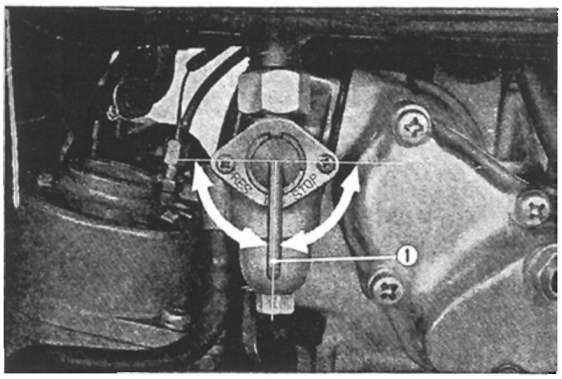

Fig. 6.14
b. Remove the feed line from the carburetor and check the flow when the fuel cock lever is "ON" or "RES". **(Fig. 6.14)**